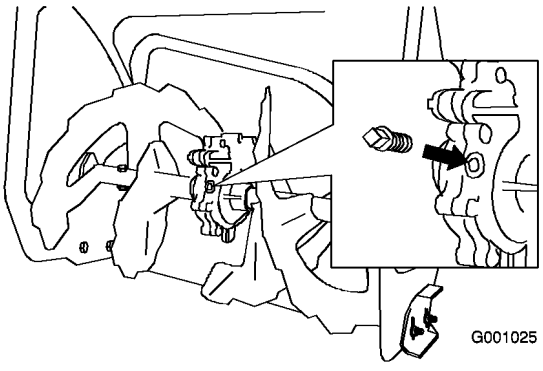

Figur 42
2. Rengjør området rundt rørpluggen (Figur 42).